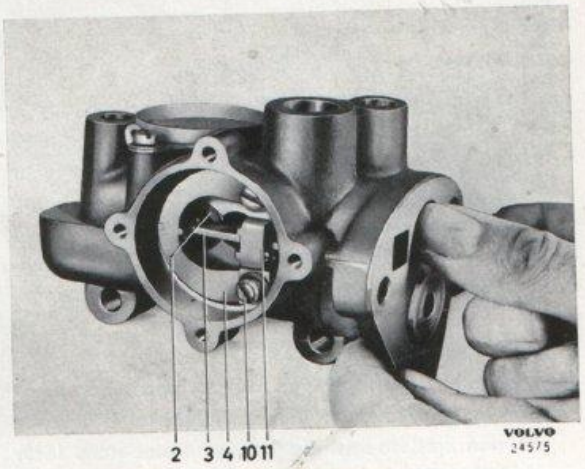

Bild 7-26. Provning av regleranordning
3. Montera ventilerna (2 och 12, bild 7-6) på ventilarmen (3) och sätt enheten på sin plats i huset. Montera fjädern (4), bygeln (11), brickorna och skruvarna (10). Prova funktionen genom att trycka reglerkolven (30) fram och tillbaka (bild 7-26) varvid ventilerna skall öppna resp. stänga. I normalt läge skall ventilen närmast flänsen vara öppen och den andra stängd. Montera packningen samt locket (7) med vakuumledning. Lämpligt åtdragningsmoment för skruvarna är 0,3—0,4 kgm (2—3 ftlb).